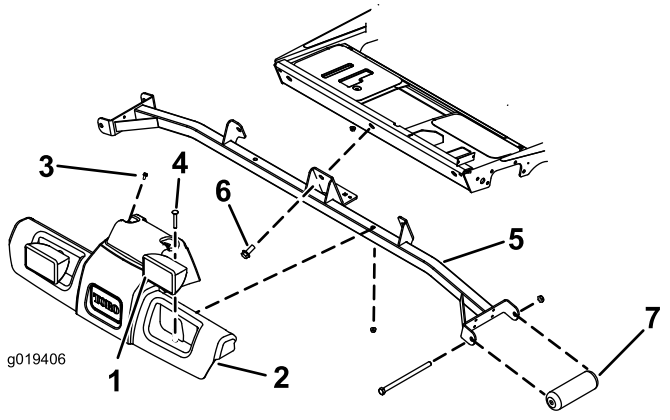

Bild 2
1. Schließen Sie die Scheinwerferkabelanschlüsse vom Kabelbaum der Zugmaschine ab (Bild 2).
2. Entfernen Sie die zwei Schrauben, mit denen die Oberseite der Plattformhaube an der Zugmaschine befestigt ist (Bild 2). Bewahren Sie die Schrauben auf.
3. Entfernen Sie die zwei Schlossschrauben und Muttern, mit denen die Scheinwerfer und die Plattformhaube an der Stütze befestigt sind (Bild 2). Bewahren Sie die Schrauben und Muttern auf.
4. Entfernen Sie die Plattformhaube von der Stütze (Bild 2).
5. Nehmen Sie die drei Schrauben ab, mit denen die Stütze am Rahmen der Zugmaschine befestigt ist (Bild 2). Bewahren Sie die Schrauben für die Montage auf.
6. Entfernen Sie die Schrauben und Muttern, mit denen die Frontrollen an der Stütze befestigt sind (Bild 2). Bewahren Sie die Schrauben, Muttern und Rollen auf; werfen Sie die Stütze weg.
8. Befestigen Sie die Stütze mit den drei vorher entfernten Schrauben am Rahmen der Zugmaschine (Bild 2).
9. Positionieren Sie die Plattformhaube und die Scheinwerfer auf der Stütze und der Zugmaschine und fluchten Sie die Befestigungslöcher aus (Bild 2).
10. Montieren Sie die Plattformhaube und Scheinwerfer mit den vorher entfernten Schrauben und Muttern an der Stütze (Bild 2).
11. Befestigen Sie die Oberseite der Plattformhaube mit den vorher entfernten Schrauben an der Zugmaschine (Bild 2).